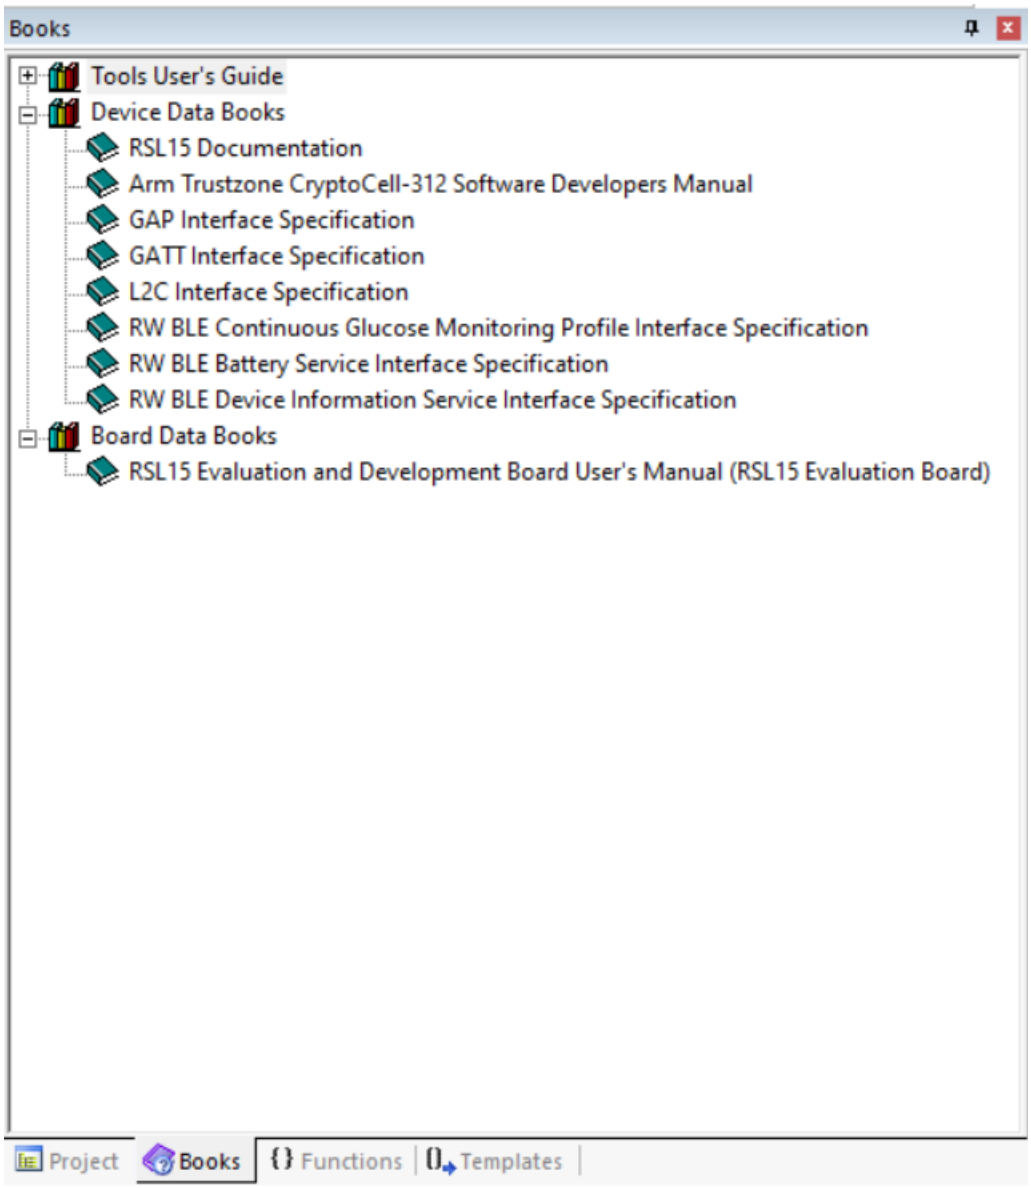

Figure 53. Keil Books Window Showing Documentation
3. Documentation can be opened by navigating to **View** > Open **Books Window**, or to **Help** > Open **Books Window** (see the "Keil Books Window Showing Documentation" figure (Figure 53)).